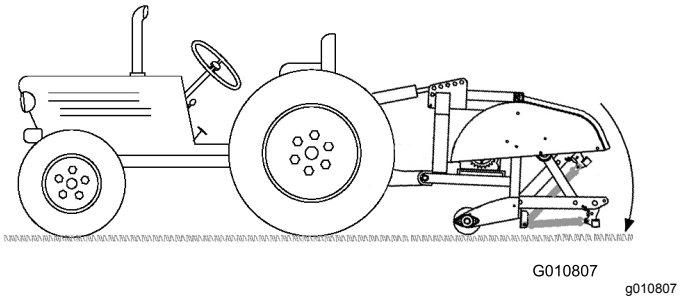

Figur 13
4. Sänk ned luftaren till marken och dra ut den hydrauliska topplänkens cylinder eller den övre länken helt (Figur 13).